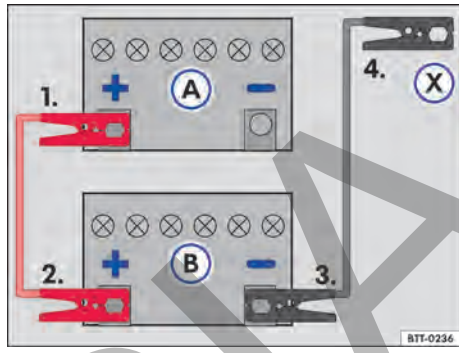

Fig. 177 Esquema para la conexión de los cables auxiliares de arranque: batería del vehículo descargada Ⓐ y batería del vehículo que provee la corriente Ⓑ.
Leyenda para → fig. 177:
Conectar el cable de arranque auxiliar solo en la secuencia **1 – 2 – 3 – 4** → fig. 177. ◁
– Conectar una extremidad del cable auxiliar de arranque *rojo* al polo positivo (+) del vehículo con la batería del vehículo descargada → fig. 177 Ⓐ→ ⚠.